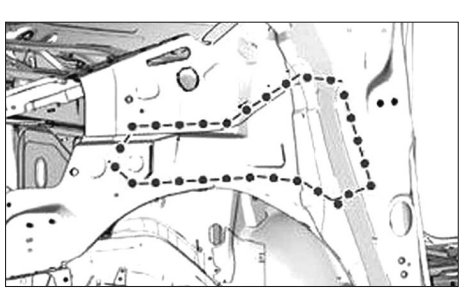

**FIG. 40**
• Préparer les bords d'accostage et les protéger par un apprêt soudable **(Fig.40)**.